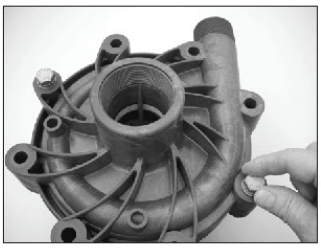

Figure 42
10. Install the impeller housing (item 1). Make sure the dis charge is in the correct orientation in relation to pump foot. Align the shaft in the barrier with the front shaft support in the impeller housing. Press down to push the impeller/in ner drive magnet assembly into position. Holding the impeller housing with one hand, install and finger-tighten two bolts, lock washers and flat washers (items 12, 13, 14) in opposite locations. See figure 42.